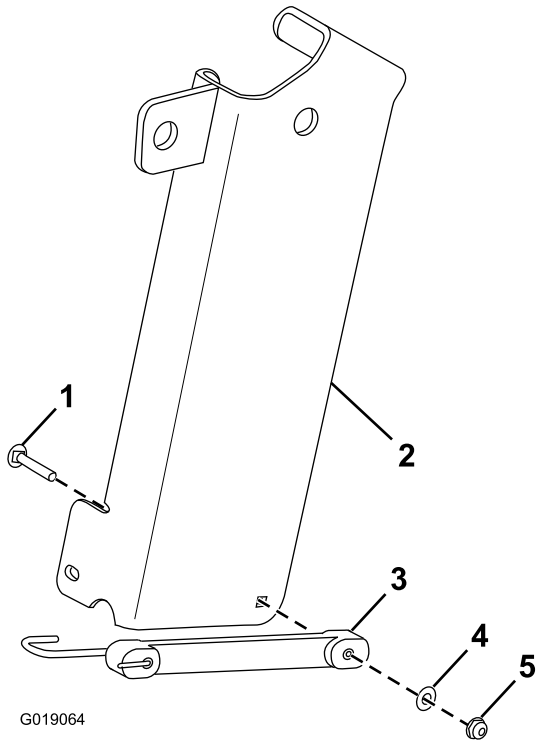

Figura 1
1. Prenda uma corda ao suporte de armazenamento do macaco com um parafuso de carroçaria, anilha plana e porca flangeada sextavada (Figura 1).